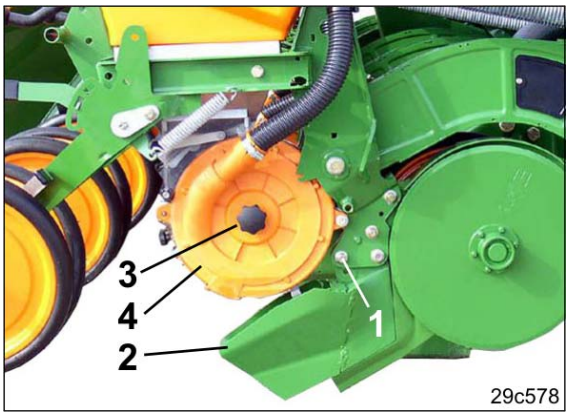
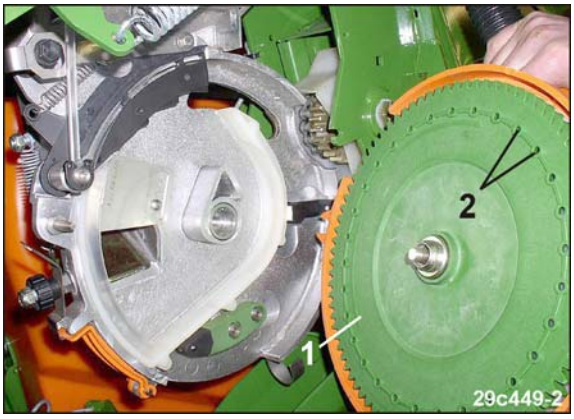

Fig. 97
Fig. 98
2. Mutter (Fig. 97/1) lösen.
3. Das Säschar (Fig. 97/2) nach unten schwenken.
4. Mutter (Fig. 97/3) lösen.
5. Den Saugdeckel (Fig. 97/4) mit der Vereinzelungsscheibe (Fig. 98/1) vom Sägehäuse abziehen.
Die Noppen (Fig. 98/2) zeigen zum Sägehäuse, nicht zum Saugdeckel.